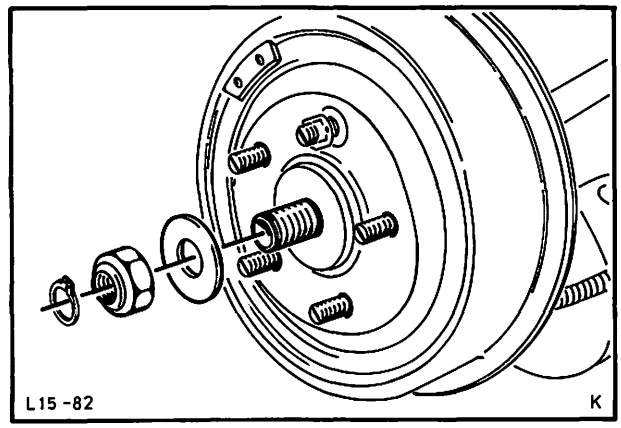

Abb. 130 Bremstrommel abbauen. Achsmutter gelöst.
2. Fahrzeug hinten aufbocken, Rad und Bremstrommel abbauen, Abb. 130.